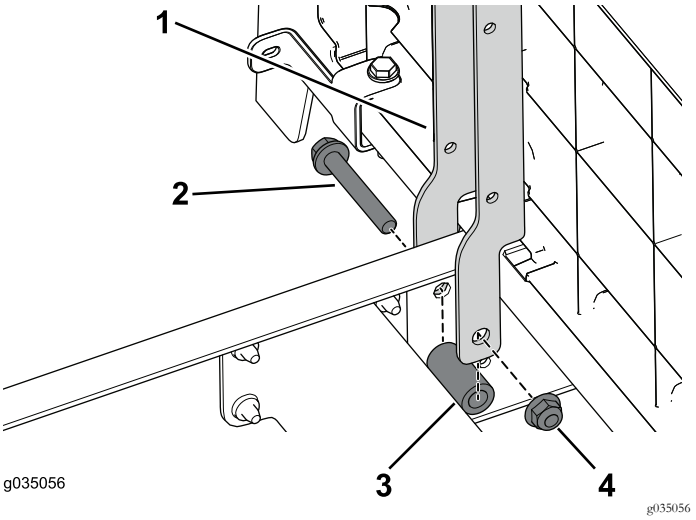

Figura 37
1. Utilice los 2 pernos (3/8" x 2½"), espaciadores y tuercas con arandela prensada para sujetar los soportes del asiento a la sección delantera de la máquina (Figura 37).